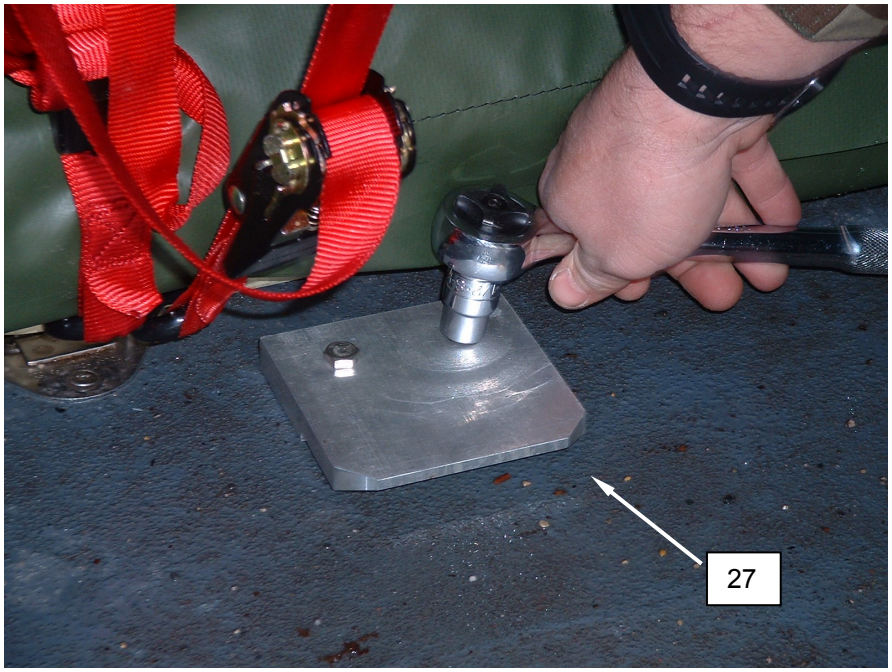

Figure 23. Install Retaining Brackets.
34. Install the retaining brackets **(Figure 23, Item 27)** into the centerline CBL interior floor.